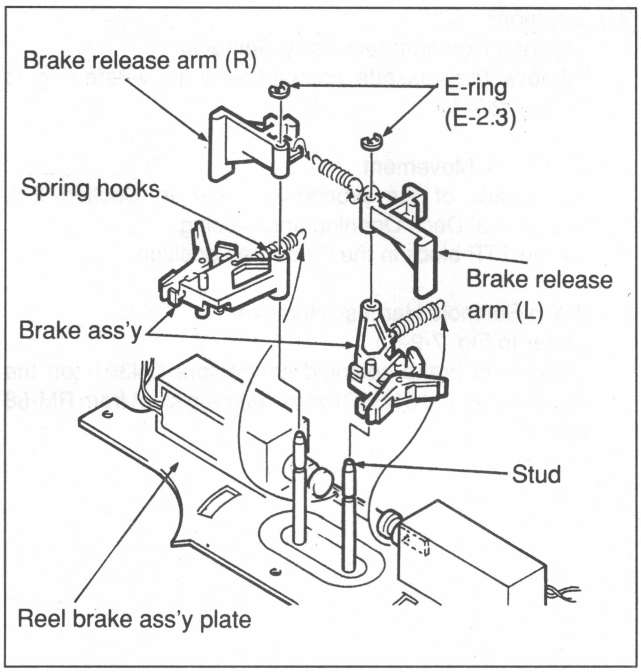

Fig. 7-9-7 Brake Ass'y Removal
5. Brake Ass'y Removal (Refer to Fig. 7-9-7.)